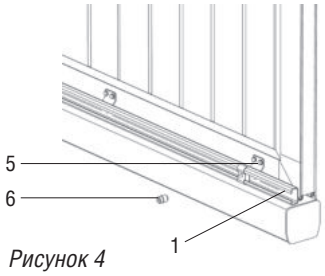

Рисунок 4
4. Н крутите н болт втулку (6), но не з тягив йте ее. Втулк (6) должн прижим ть скобу (5) к С-профилю (1) (рисунок 4).